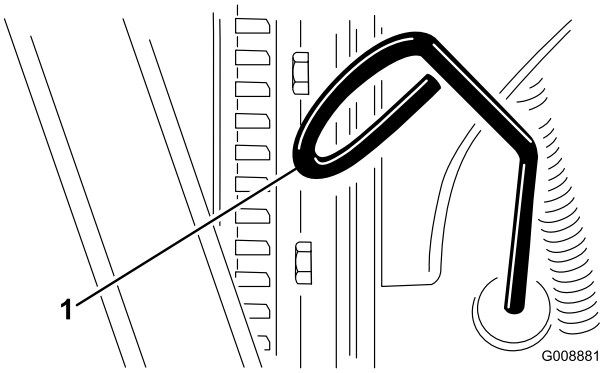

**Figur 37**
2. Fjern målepinden (Figur 37), og aftør den med en ren klud.